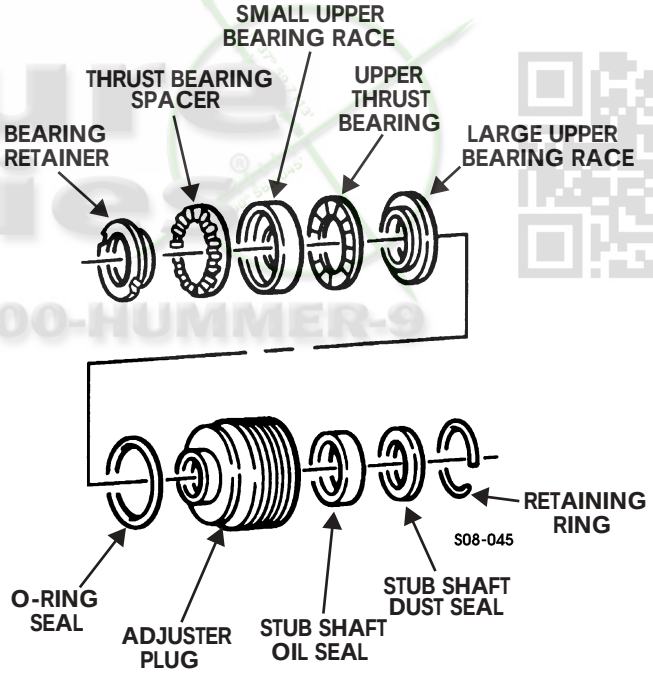

Figure 8-54: Adjuster Plug Assembly
23. Install O-ring seal, large upper bearing race, upper thrust bearing, small upper bearing race, thrust bearing spacer, and bearing retainer on adjuster plug. Press retainer onto adjuster plug with a brass drift (Figure 8-54).